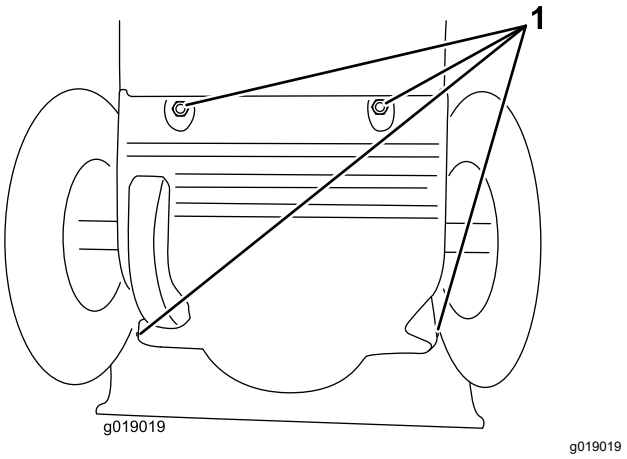

Figur 34
3. Ta bort den bakre kåpan (Figur 34).